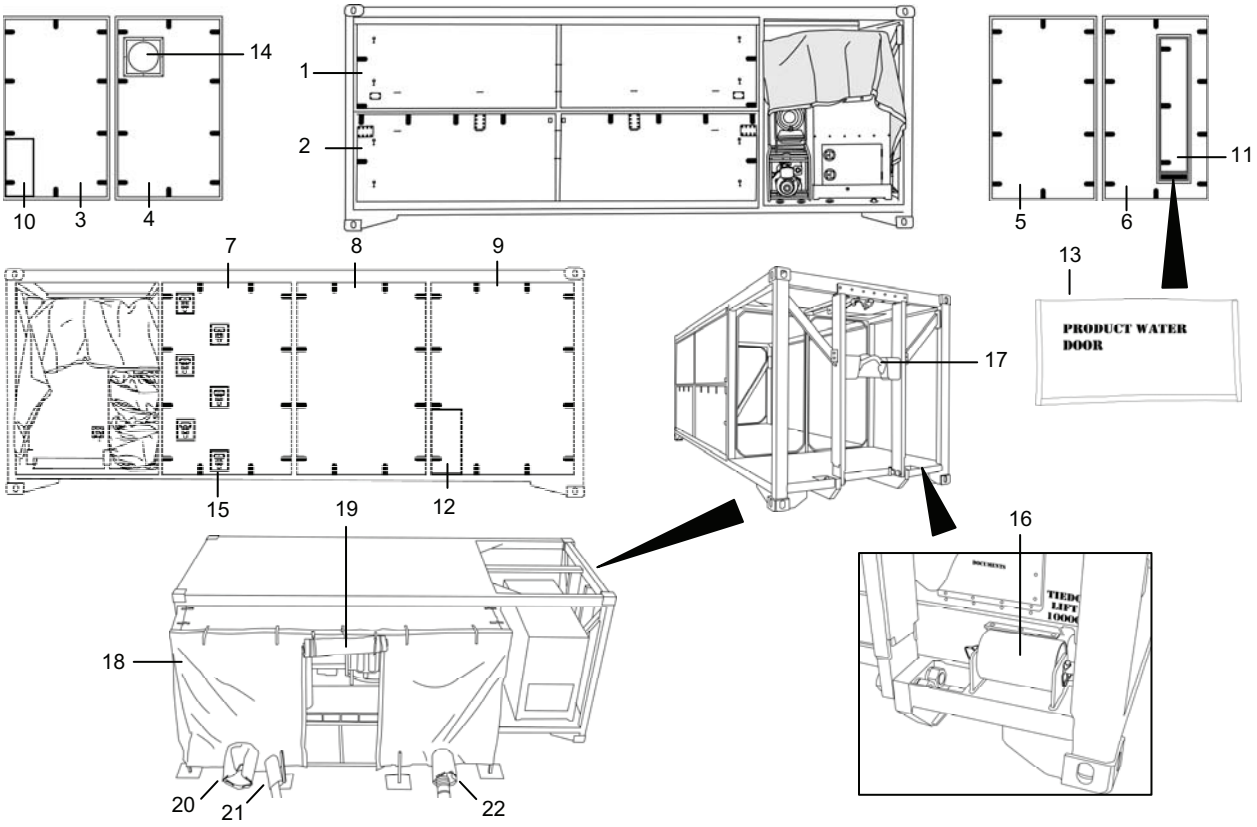

Figure 6. A-TWPS Flat Rack and Fabric Wall.
The A-TWPS flat rack (Figure 6) has two panels in front that are opened during deployment. When opened, the top panel serves as a roof/overhang (1) and the bottom panel serves as a floor (2). Two panels at both ends of the flat rack (3 through 6) and three panels at the back (7 through 9) are removable for access or ventilation. Hinged doors in three of the panels allow easy access for connecting power cables (10) or for operating valves (12). A shipping cover with hook and loop material (13) is secured over the opening below the product water access door (11) to keep the elements out during storage. A return air cover plate (14) in one of the left end panels can be removed when needed during cold weather so that a cold air return duct in the heating system can be hooked up to the panel. Folding steps (15) are incorporated in the back panel closest to the TQG area for access to the top of the flat rack. Two rollers (16) are stored at the TQG end of the flat rack near a bail bar (17). The rollers are installed at the opposite end of the flat rack when loading the flat rack onto an MTVR trailer. The bail bar is used to lift and pull the flat rack onto an MTVR.